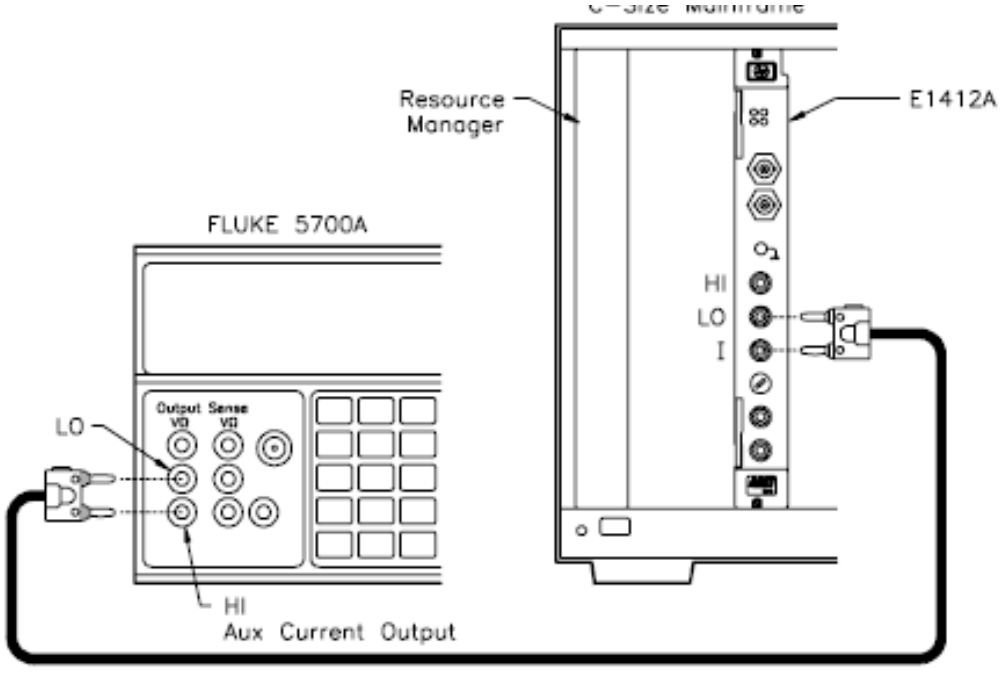

Figure 5-6 DC Current Gain Adjustment Setup.
1. Connect the DC Standard current output across the I and LO terminals of the Keysight E1412A as shown in Figure 5-6.